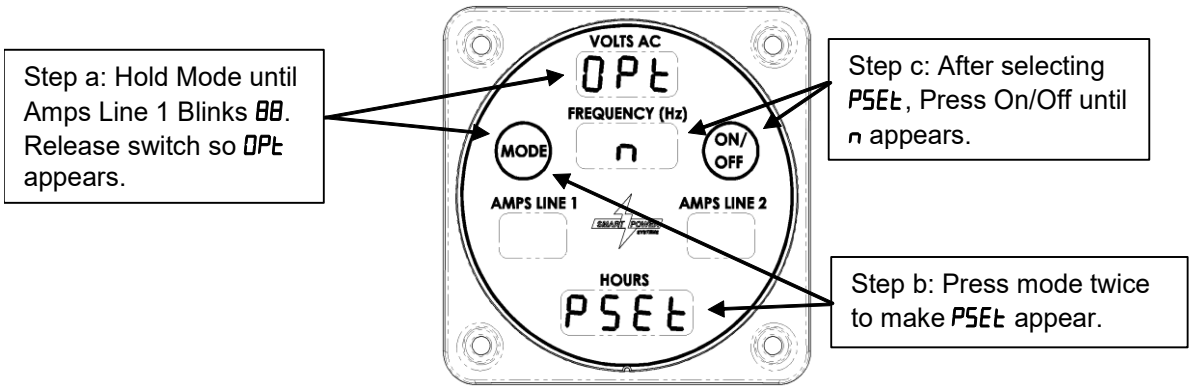

Figure 35 – Disabling Pump Set Option
a. Press and hold the Mode button until the Amps Line 1 field blinks with 88 (more than 10 seconds). Release the button while the Amps Line 1 field is blinking to make OPt appear. Reference Figure 35.